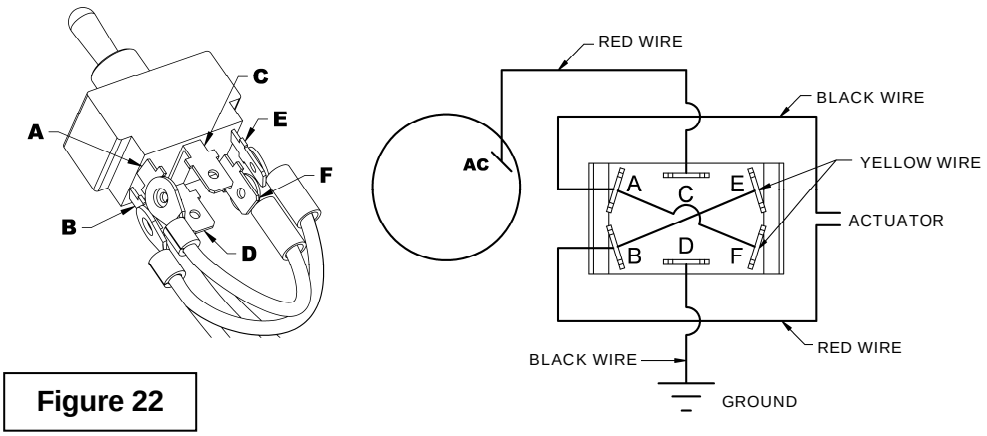

Figure 22
6. **Figure 22:** Connect the two wire assemblies as illustrated by connecting the red wire to the "B" blade and the yellow wire attached to the red wire to the "E" blade. Then connect the black wire to the "A" blade and the yellow wire to the "F" blade.